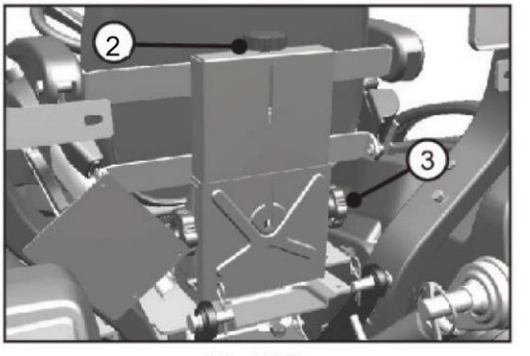

Fig. 3.9b
- Brug knappen (2, fig. 3.9b) til at justere affjedringen.
- Brug knappen (3, fig. 3.9b) til at justere sædets højde lodret.